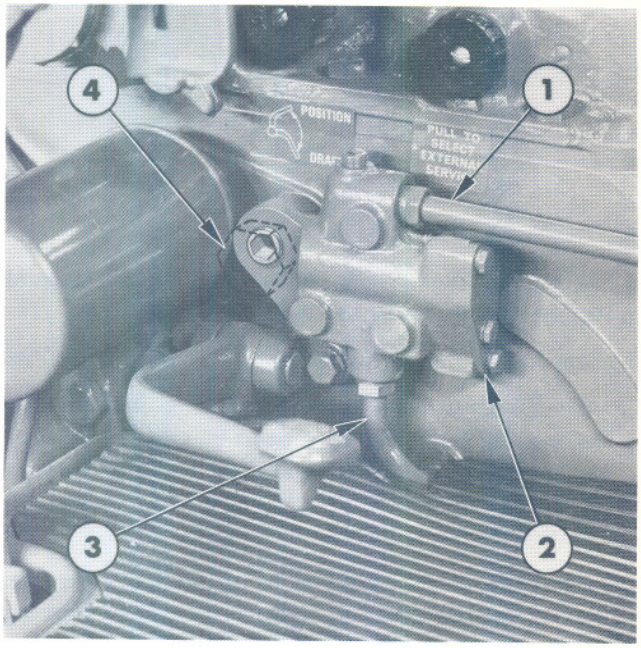

Figure 19
1. Clean the area around the cooler valve assembly and disconnect the oil cooler feed pipe, Figure 19.